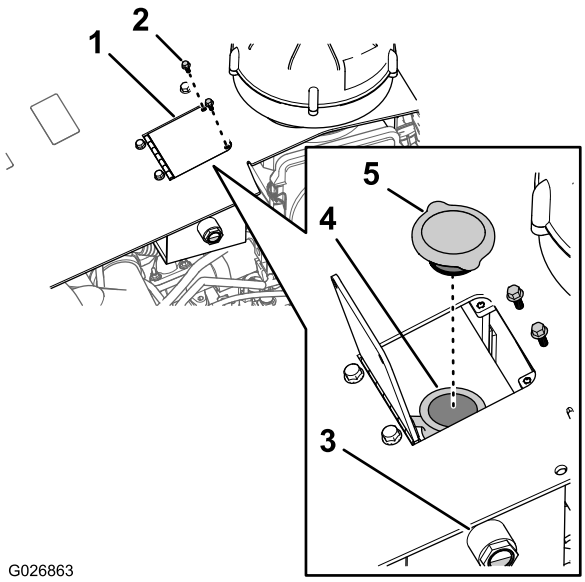
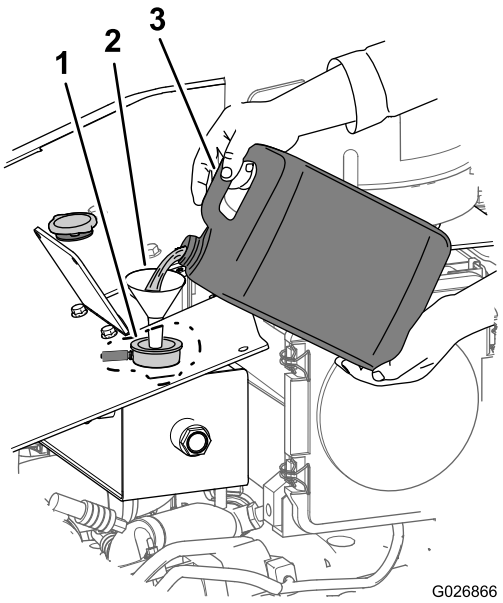

Figura 97
Figura 104
4. Compruebe el nivel de refrigerante mirando la mirilla situada en el lado del depósito de expansión (Figura 97).
A. Retire los 2 pernos de cabeza hexagonal que sujetan la tapa del depósito al capó de la máquina, y abra la tapa del depósito (Figura 97).
B. Retire el tapón del depósito auxiliar y añada refrigerante hasta que el nivel llegue al punto medio de la mirilla (Figura 97).
2. Retire los 2 pernos de cabeza hexagonal que sujetan la tapa del depósito al capó y abra la puerta (Figura 97).
3. Retire el tapón del depósito auxiliar (Figura 97).
1. Retire el tapón del radiador del depósito auxiliar (Figura 97).
2. Llene el sistema de refrigeración con la mezcla de refrigerante especificada (Figura 104) hasta que el nivel de fluido llegue a la mitad de la mirilla (Figura 97).
3. Instale el tapón del depósito auxiliar (Figura 97).